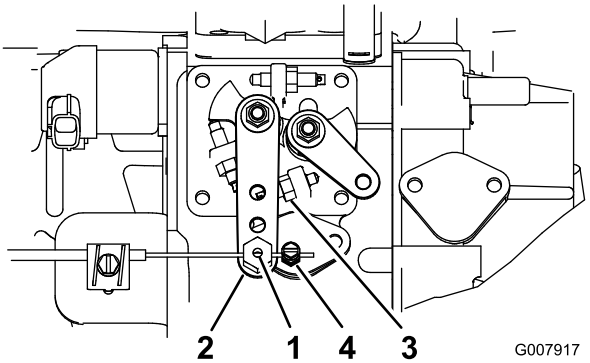

Figur 53
2. Lossa gasvajerns kontaktdon på gasvajern bredvid reglaget på insprutningspumpen (Figur 53).
3. Håll insprutningspumpens reglagearm mot det höga tomgångsstoppet (Figur 53).